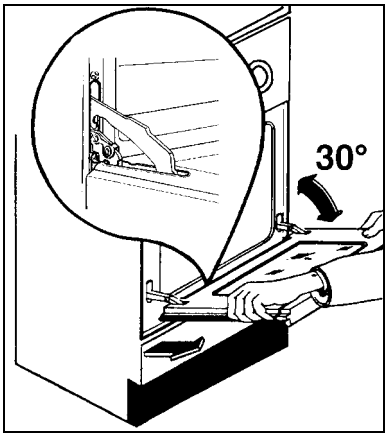

fig.15
- fermez partiellement la porte jusqu' à un angle de 30º (fig. 15).